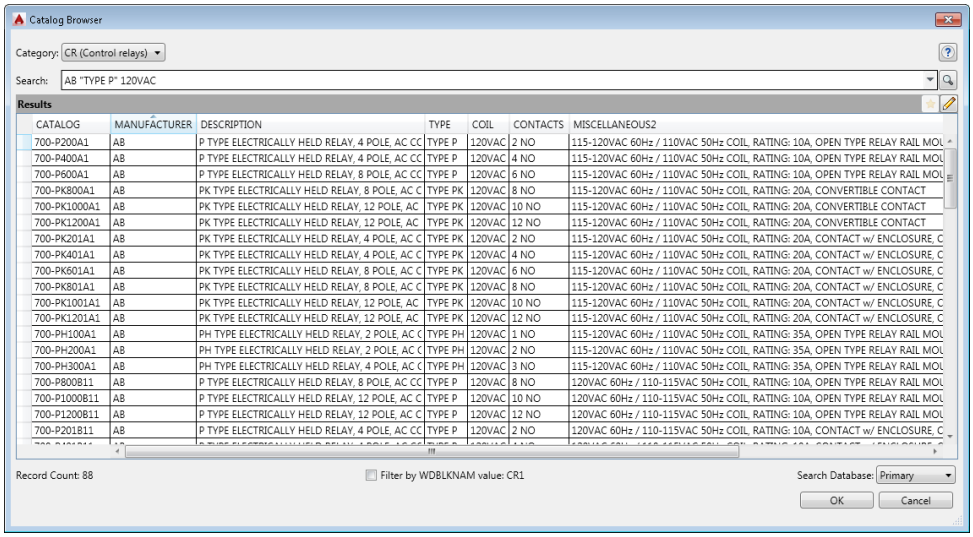

***Figure 6-58** The **Catalog Browser** dialog box*
3. Choose the **Catalog Lookup** button; the **Catalog Browser** dialog box is displayed, as shown in Figure 6-58.